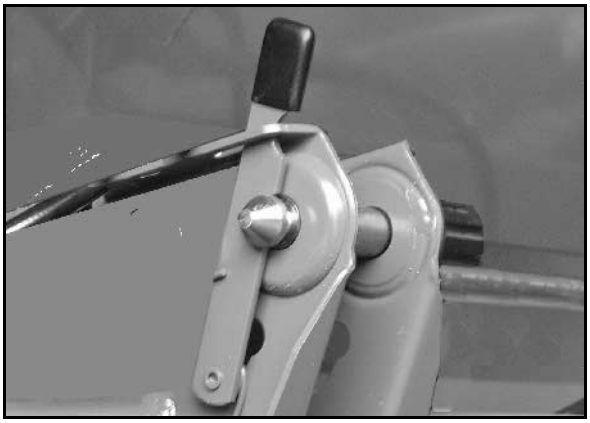

**Rys. 59**
4. Sworzeń dźwigni górnej (Rys. 59) zabezpieczyć obciążoną sprężyną, samozatrzaskującą się zapadką blokującą, przed niezamierzonym rozłączeniem.